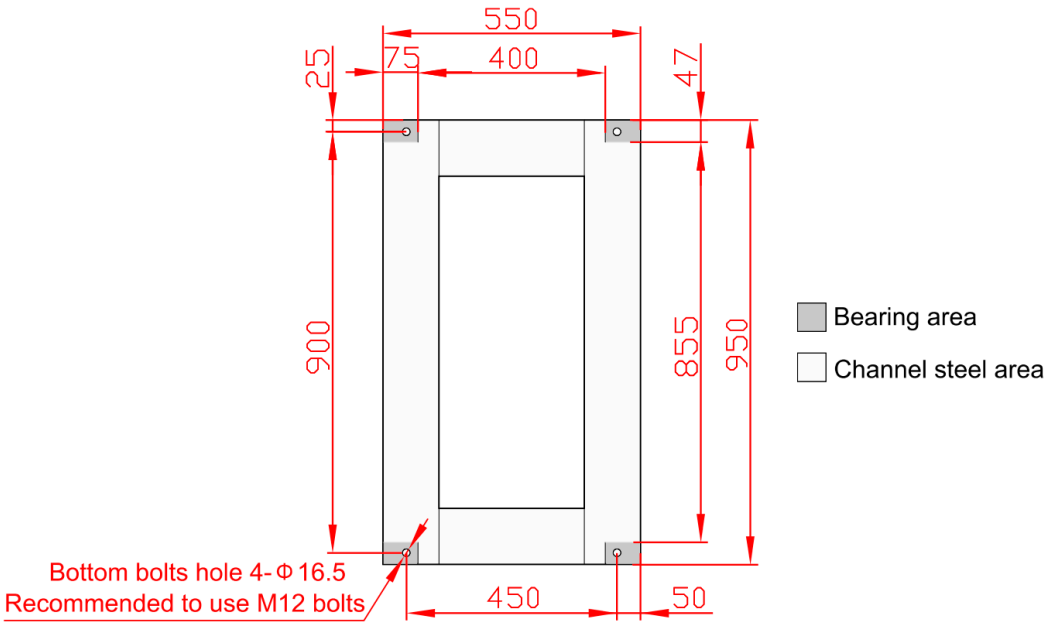

FIGURE 3-18 Recommended installation size for channel steel (unit: mm)
- If the UPS is installed on a steel channel frame, drill four Φ14 mm holes in the channel according to Figure 3-18 and continue with Step 4.